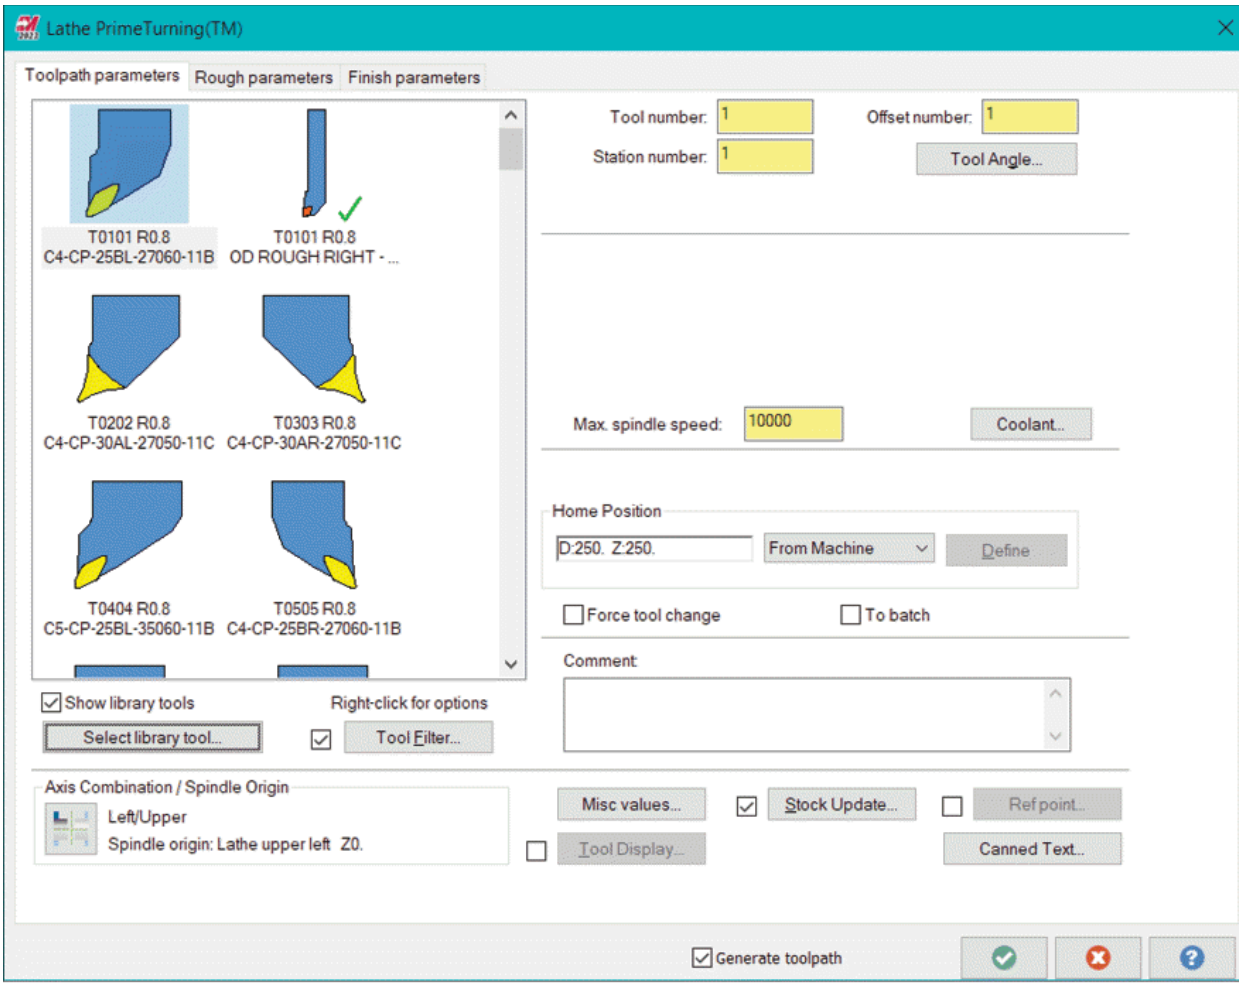

Figure-90. Lathe PrimeTurning dialog box
- Click on the **PrimeTurning** tool from the expanded **General** panel in the **Turning** tab of the **Ribbon**. The **Wireframe Chaining** dialog box will be displayed. Select the geometries to be machined and click on the **OK** button. The **Lathe PrimeTurning** dialog box will be displayed; refer to Figure-90.